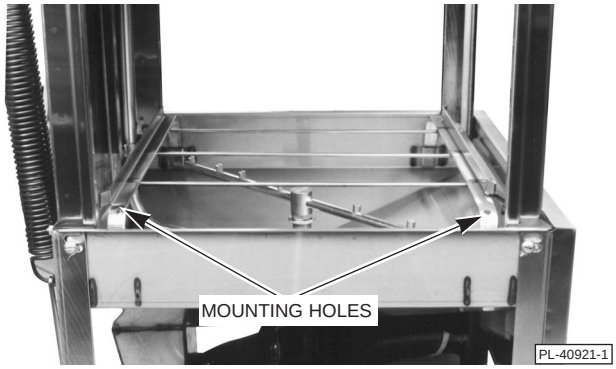

**Fig. 3**
3. With the two screws and nuts removed in step 2, reattach the front rack track and splash guard to the left side of the rack track assembly, using the mounting holes (Fig. 3) provided.